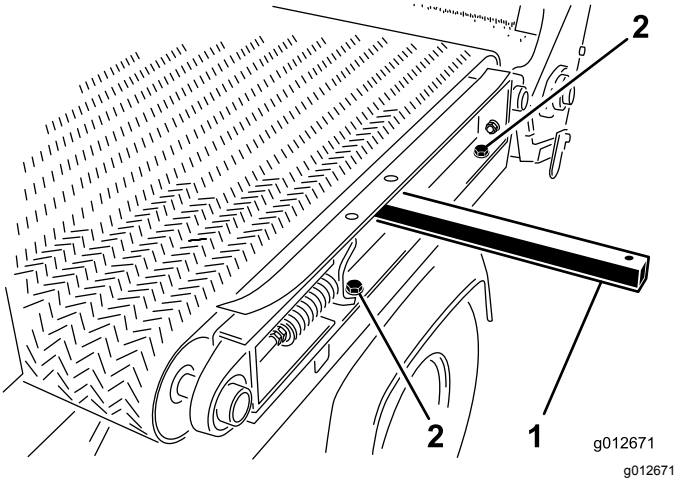

**Figur 29**
5. På venstre side af maskinen skal du fjerne de 2 maskinskruer og 2 spændeskiver, der fastgør gliderens stelvange på den venstre skærm (Figur 29).
1. Isæt en løftestang gennem hullet i venstre gliders stelvange, og hæv løftestangen for at tippe stelvangen en anelse. Se Figur 29 i Afmontering af glideladet (side 24).